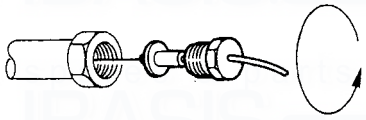

Fig. 54
7.18 TO REMOVE/REPLACE THE WATER PRESSURE GAUGE (Fig. 54).